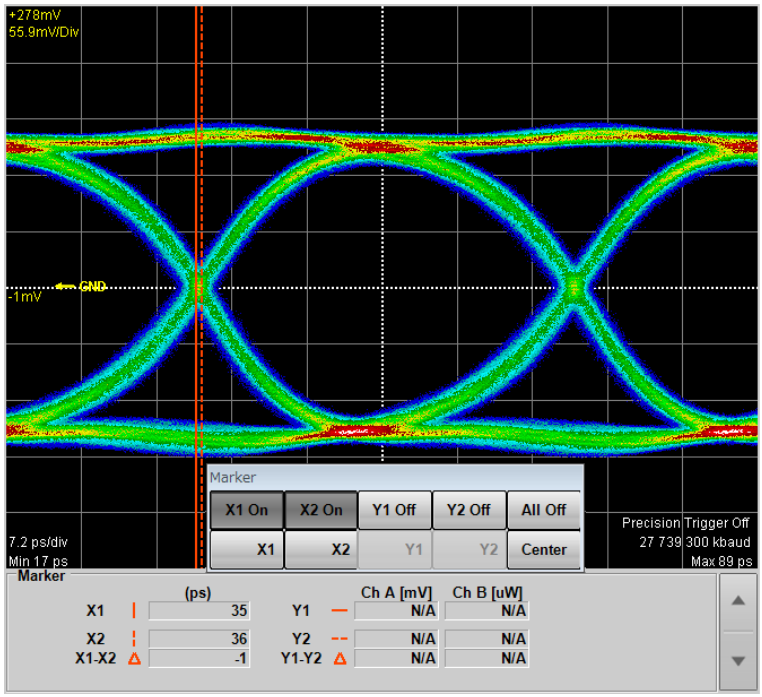

Figure 7.1.4-3 Measurement Example of Skew
8. Connect the **PPG1 $\overline{\text{Data}}$ Out** connector to the **Ch A In** connector of the sampling oscilloscope. (refer to Figure 7.1.4-2).